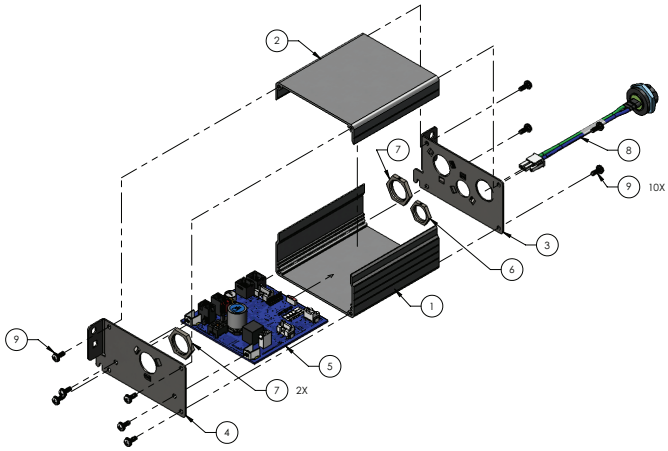

Figure 12 – Remplacement de l'ACB
9. À l'aide d'un tournevis cruciforme n° 2, retirer et conserver les quatre vis (9) qui fixent la plaque frontale de l'ACB (2) au boîtier de l'ACB (Figure 12).
11. À l'aide d'un tournevis cruciforme n° 2, retirer et conserver les deux vis (9) qui fixent l'ensemble de l'ACB (5) au boîtier de l'ACB (Figure 12).
11. À l'aide d'un tournevis cruciforme n° 2, retirer et conserver les quatre vis (9) qui fixent la plaque frontale de l'ACB (2) au boîtier de l'ACB (Figure 12).
10. À l'aide d'un tournevis cruciforme n° 2, retirer et conserver les quatre vis (9) qui fixent la plaque frontale de l'ACB (2) au boîtier de l'ACB (Figure 12).